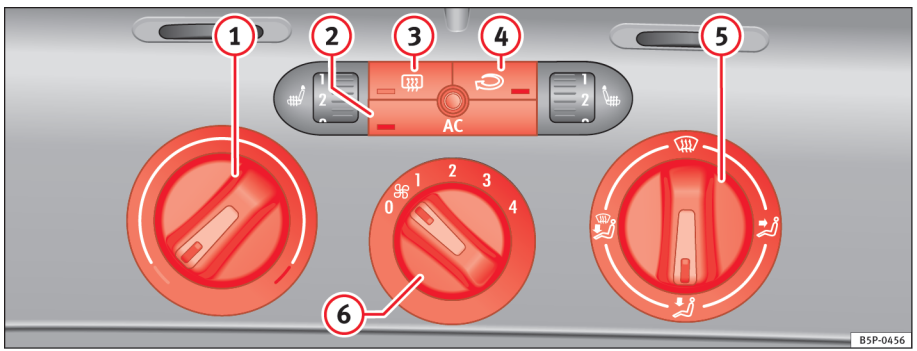

Fig. 108 I instrumentpanelet: betjeningselementer til Climatic
– Du kan indstille temperaturen, luftfordelingen og blæsertrinet med kontakterne ⇒ fig. 108 (1), (5) og (6).
– Tryk på knappen (2), (3) eller (4) for at aktivere eller deaktivere den pågældende funktion. Når funktionen er deaktiveret, er der lys nederst på knappen.
(1) Kontakt til temperaturregulering ⇒ side 141.
(2) Knap [AC] – tilslutning og afbrydelse af køleanlæg ⇒ side 141
(3) Knap [⊞] – elbagrude. Når elbagruden har været tilsluttet i ca. *20 min.*, bliver den automatisk afbrudt. Du kan afbryde elbagruden før tid ved at trykke på knappen.
(4) Knap [⟲] – recirkulationsfunktion ⇒ side 142
(5) Kontakt til luftfordeling ⇒ side 141.
(6) Blæserkontakt. Lufttilførslen kan reguleres i fire trin. Blæseren bør altid køre i lavt trin, når bilen kører langsomt.
– Tilslut airconditionanlægget ved at trykke på knappen ⇒ side 140, fig. 108 AC.